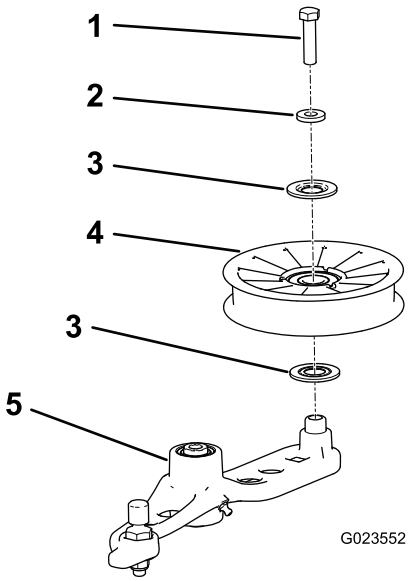

Figur 59
6. Fjern bolten, der fastgør den gamle spænderemskive på spændearmen, og monter en ny remskive (Figur 59).